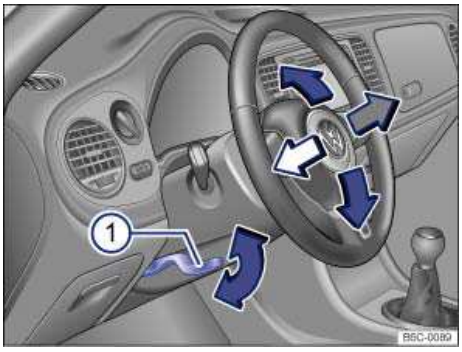

Fig. 46 Manual adjustment for the steering wheel position.
- Push down on the lever ⇒ fig. 46 (1).